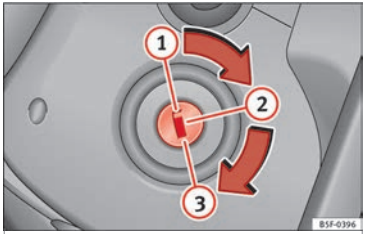

Fig. 163 Ignition key positions.
– Turn the ignition key to position (1) ››› Fig. 163.
– Remove the key from the ignition in position (1) ››› Fig. 163 ››› ⚠.